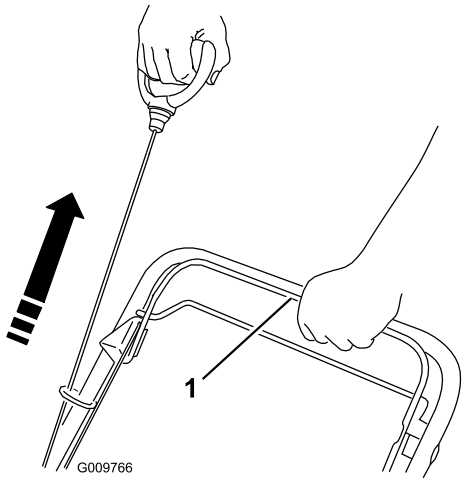

Figur 17
3. Dra lätt i startsnöret tills du känner motstånd och dra sedan kraftigt (Figur 17).